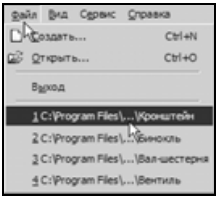

Рис. 4.1
- Щелчком мыши откройте меню **Файл**. В нижней части страницы меню отображается список последних документов в той последовательности, в которой они закрывались (рис. 4.1).